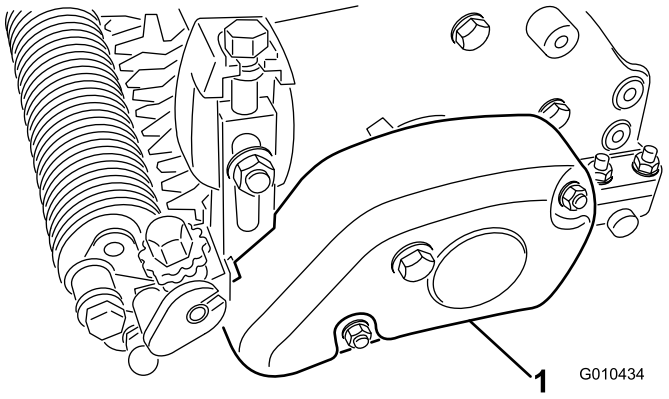

Figura 20
3. Montate il copricinghia sul gruppo di alloggiamento del groomer con 2 dadi di bloccaggio (M8) come mostrato nella Figura 20.